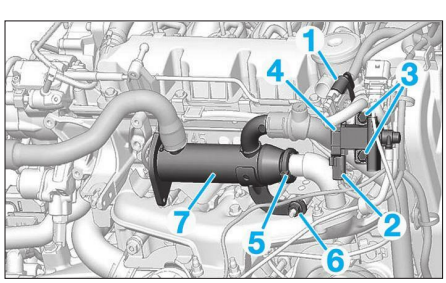

**Fig. 52**
• Déconnecter les connecteurs (1) et (2) **(Fig.52)**.
• Déposer les vis (3).
• Écarter l'électrovanne (4).
- le collier (5),
- l'écrou (6).
• Écarter l'échangeur (7) sans ouvrir le circuit de refroidissement.